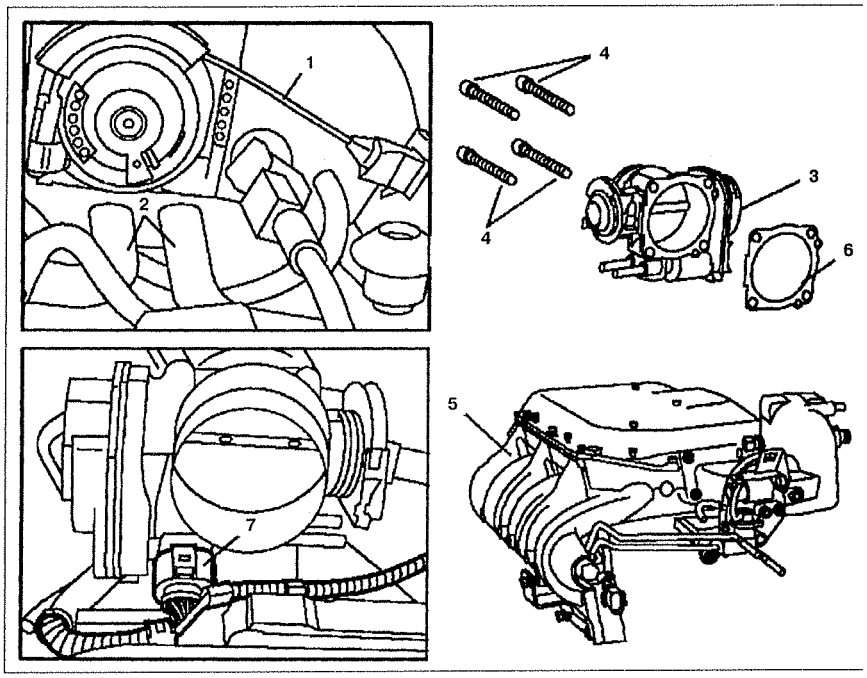

Рис. 3.44. Корпус дроссельной заслонки:
2. Отсоедините трос педали акселератора **1** (см.рис.3.44).